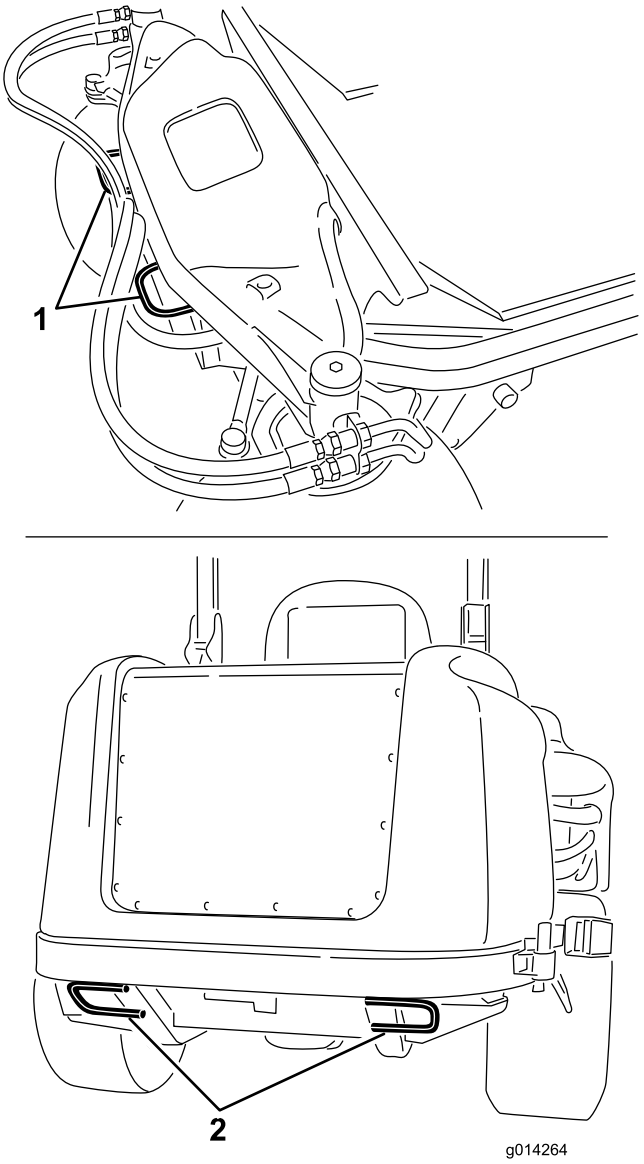

Figura 36
- Sujete la máquina firmemente al remolque o al camión con cadenas, correas, cables o cuerdas, según lo estipulado en la normativa de tráfico local (Figura 36).